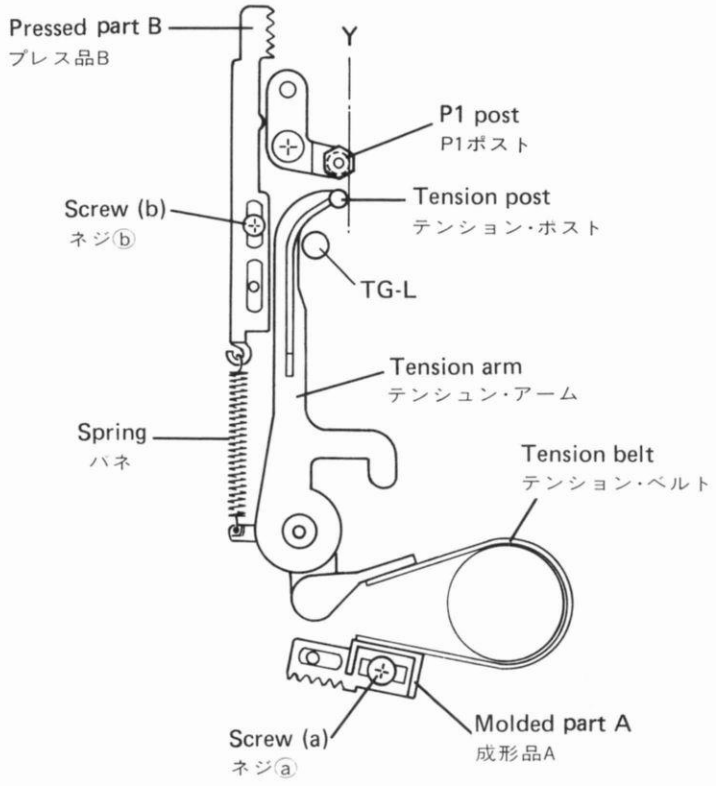
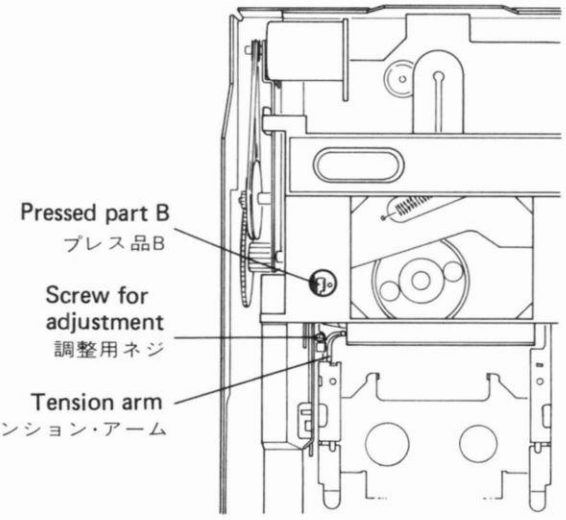

Fig. 3-4
Fig. 3-5
4. Load a tape, then let it run in the PLAY mode; referring to Fig. 3-4, the tension post should be positioned on the perpendicular line Y plotted below from the surface where the tape comes into contact with the P1 post or is positioned slightly within Y (at this time, see that the tape is wrapped around the P1 post), loosen screw (a), then adjust by moving molded part A to the right and left. After adjustment is complete, tighten screw (a).
4．テープを装着しＰＬＡＹモードで走らせ，図3-4 の様に，テンション・ポストがP1 ポストのテープ接触面から下方向に引いた垂線Y上または，内側に若干入り込む（このときは，P1 ポストにテープがラップしていること）位置にくる様に，図3-4 のネジⓐをゆるめて成型品Aを左右に動かし調整する．調整後，ネジⓐを締める．
5. Load the torque measuring tape (TW-7111 manufactured by SONY), and measure the back tension torque in the REC/PLAY mode. At this time, loosen screw (b) shown in Fig. 3-4, then adjust the position of pressed part B so that the center of the reading of the back tension torque value is 6.5 to 8.5 g.cm. After adjustment is complete, tighten screw (b).
Adjust pressed part B using the regular screwdriver which is inserted through the hole shown in Fig. 3-5.
このとき，バック・テンション・トルク値の振れ幅の中心が 6.5～8.5g・cmになる様に，図3-4 のネジⓑをゆるめてプレス品Bの位置を調整する．プレス品Bは，図3-5 の穴からマイナス・ドライバーを入れて調整して下さい．調整後，ネジⓑを締める．